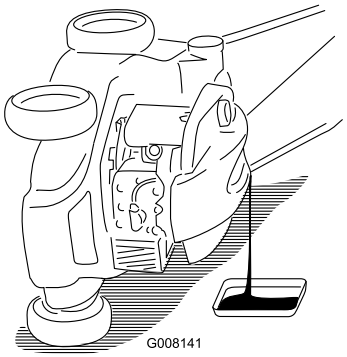

Figuur 32
5. Kantel de machine op de **linker** zijde (met het luchtfilter naar boven) om de oude olie via de vulbuis weg te laten lopen (Figuur 32).